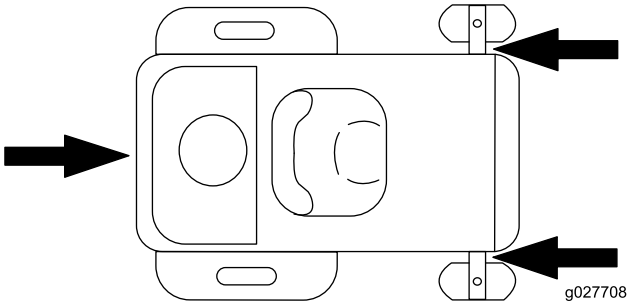

Figur 31
5. Fest maskinen nær de fremre styrehjulene og den bakre støtfangeren (Figur 31).